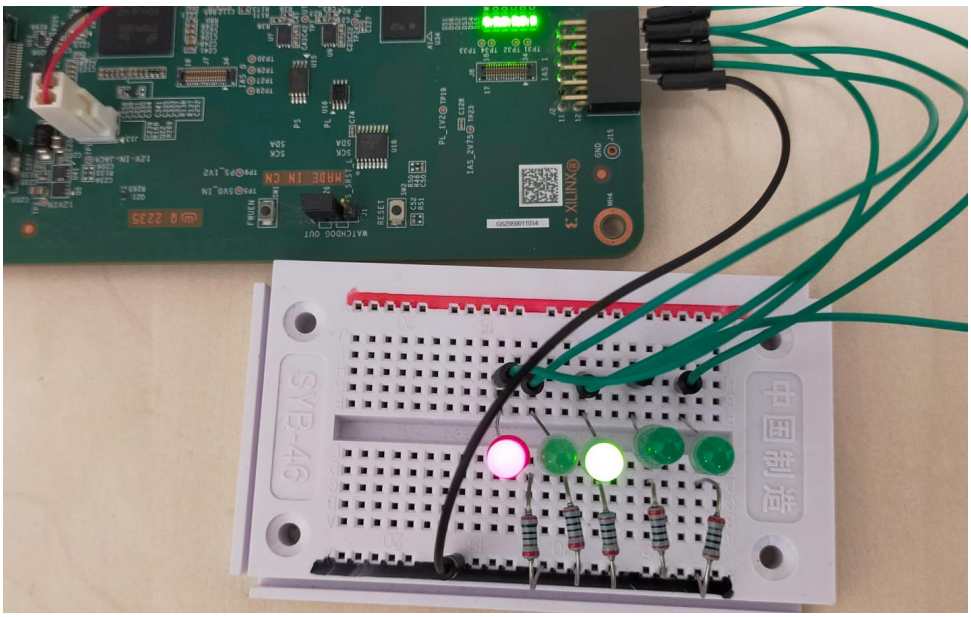

Figure 35: Output LED
8. Now if you Enter a number between 0 to 31 (5 bits)**(You maynot see the number you typed. Just type the number and hit Enter)**, you will see corresponding binary representation in the LEDs. Figure 35 is a demo output when 20(binary 10100) was entered in the console. Here the red LED is the most significant bit(MSB).